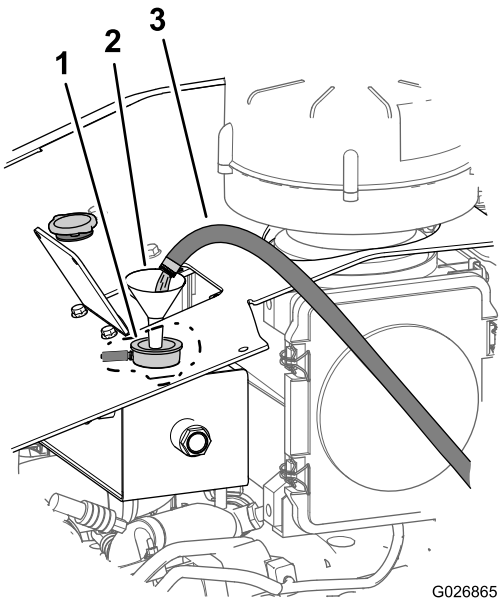

Рисунок 103
A. Заполните систему охлаждения чистой водой (Рисунок 103).